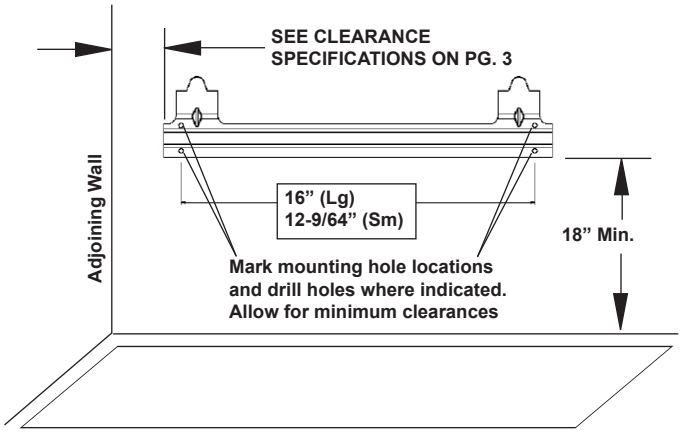

Figure 7
> ⚠ **WARNING:** Maintain minimum clearances shown in figure 7. If you can, provide greater clearances from the floor and joining wall.
2. Mark screw locations on wall (see figure 7).